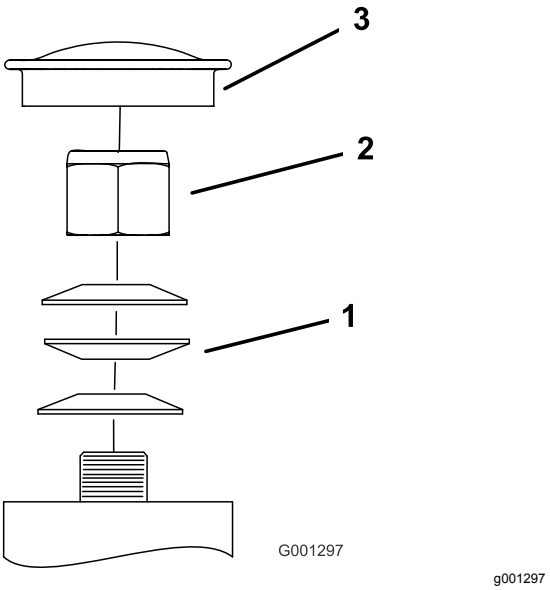

Figuur 68
3. Verwijder de stofkap van het zwenkwiel en draai de borgmoer aan (Figuur 68).
4. Draai de borgmoer aan totdat de veerringen vlak liggen, en draai deze vervolgens een ¼ slag terug om de voorspanning op de lagers correct af te stellen (Figuur 68).
Belangrijk: **Zorg ervoor dat de veerringen goed zijn geplaatst, zoals getoond in Figuur 68.**
5. Plaats de stofkap (Figuur 68).